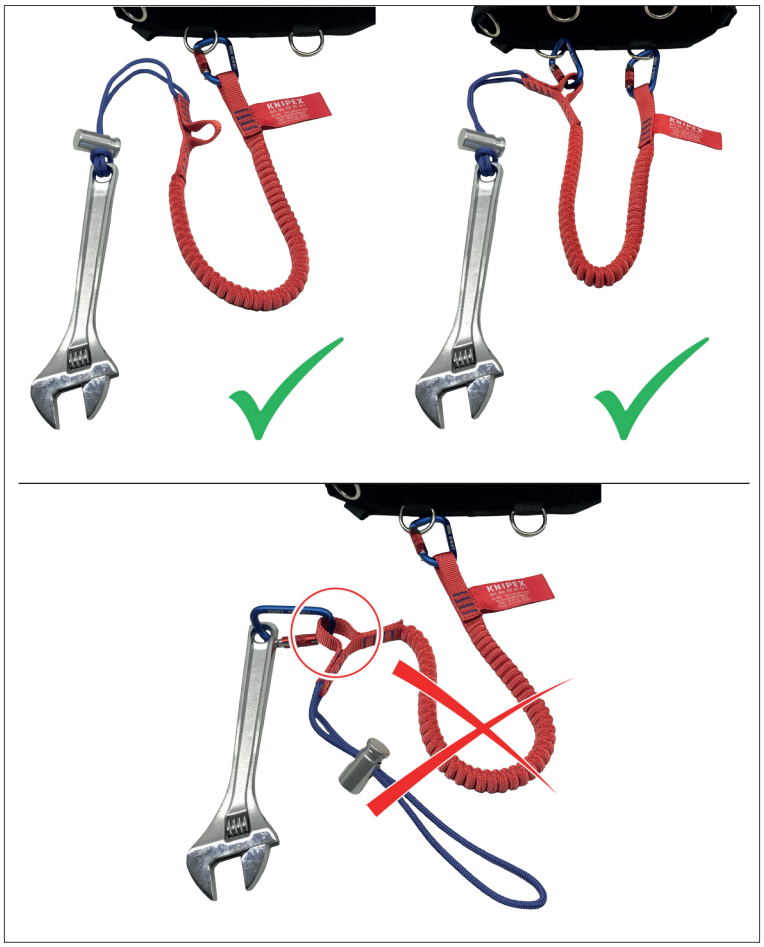

Figur 12: Forkortet forbindelse
- Den flate belteløkken for forkortet tilkobling skal aldri brukes for feste (figur 12).
Denne flate belteløkken for forkortet tilkobling skal aldri brukes til å sikre et verktøy for fallsikring (figur 12).